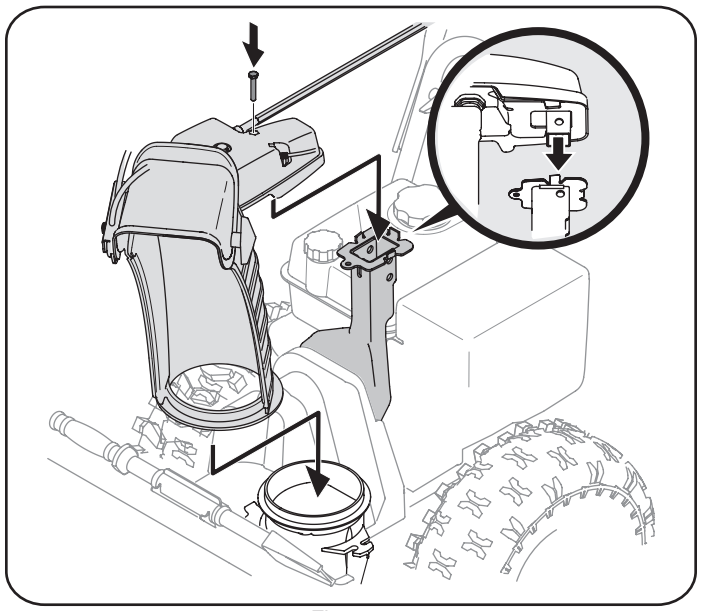

Figure 4
4. Place chute onto chute base and ensure hex rod is positioned under handle panel. Install hex bolt previously removed but do not secure with wing nut at this time. See Figure 4.